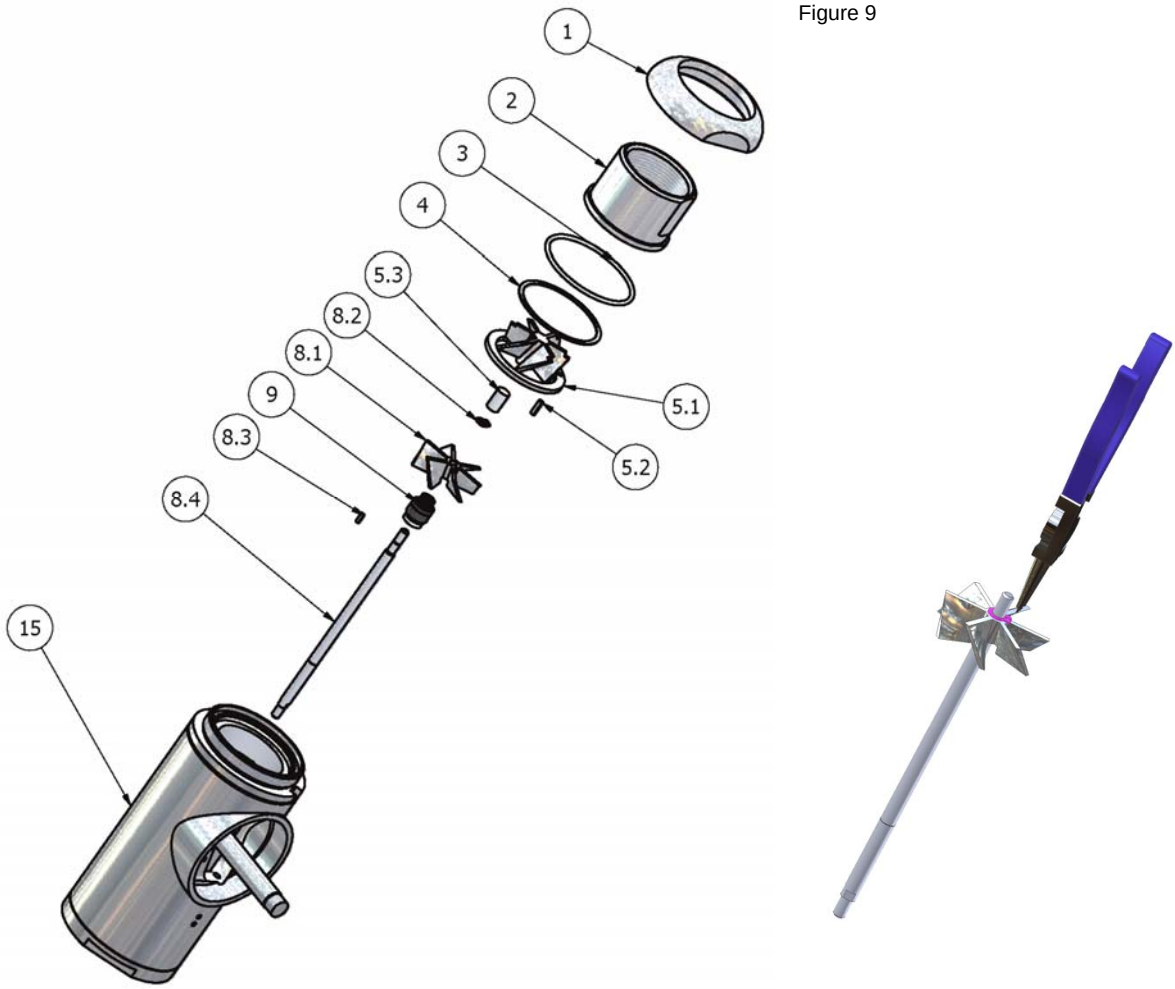

Figure 10
a) When reversing the disassembly method, the use of the drive shaft insertion tool is necessary in order to avoid damaging pos. numbers 32.3 and 32.5 as well as pos. 32.4. This is illustrated in Figure 10.